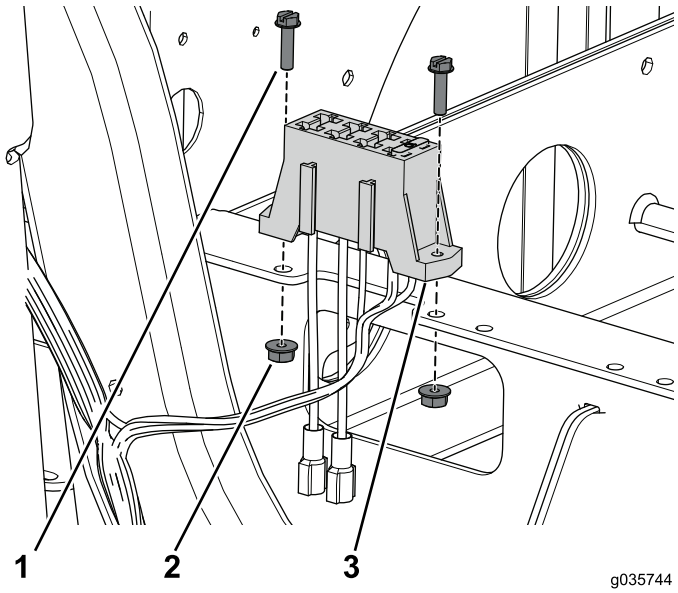

Figure 83
3. Use the 2 screws and nuts that secure the fuse block to the front battery tray (Figure 83).